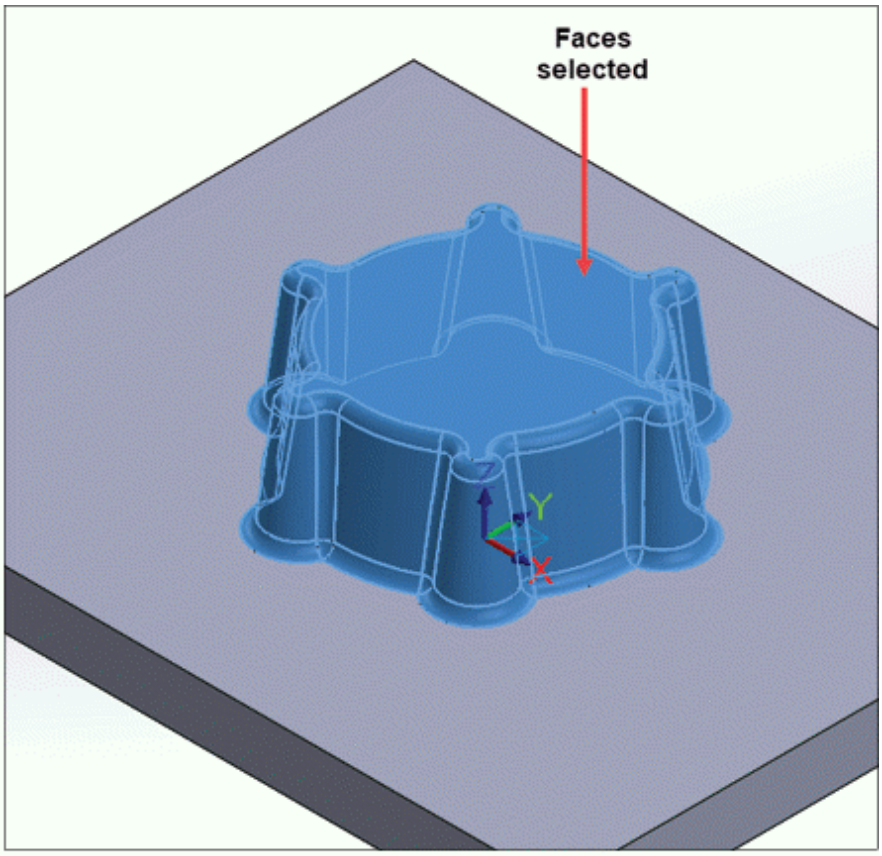

Figure-40. Features selected for machining
- Select the faces/features/bodies to be machined; refer to Figure-40 and press **ENTER**. The **3D High Speed Toolpaths-Waterline** dialog box will be displayed again.